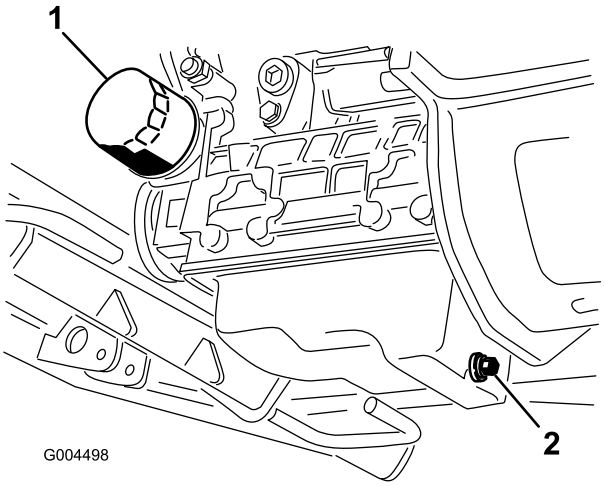

**Figur 41**
3. Stil en dræningsbakke under oliesumpen og på linje med aftapningsproppen (Figur 41).
6. Afmonter og udskift oliefilteret (Figur 41).